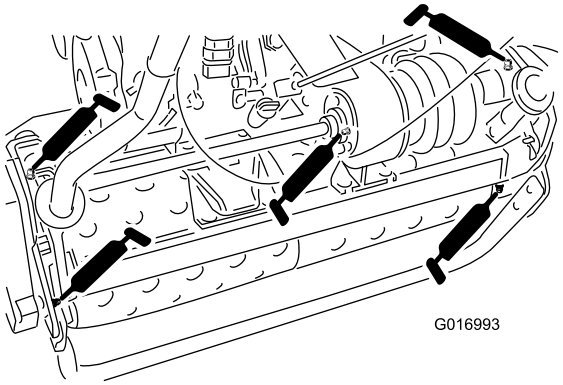

**Figur 18**
- 2 på tromleakslerne (Figur 18)
- 3 på differentialet (Figur 18)